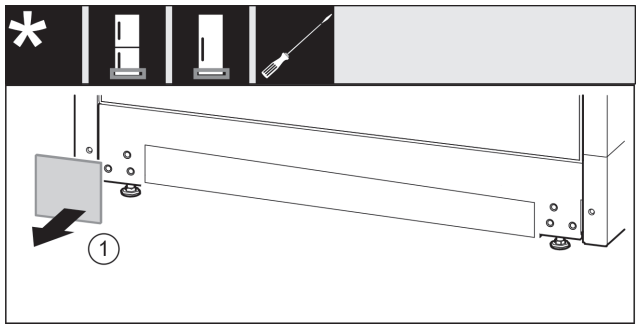

Fig. 18
- ▶ Noņemiet pārsegu *Fig. 18 (1)*.